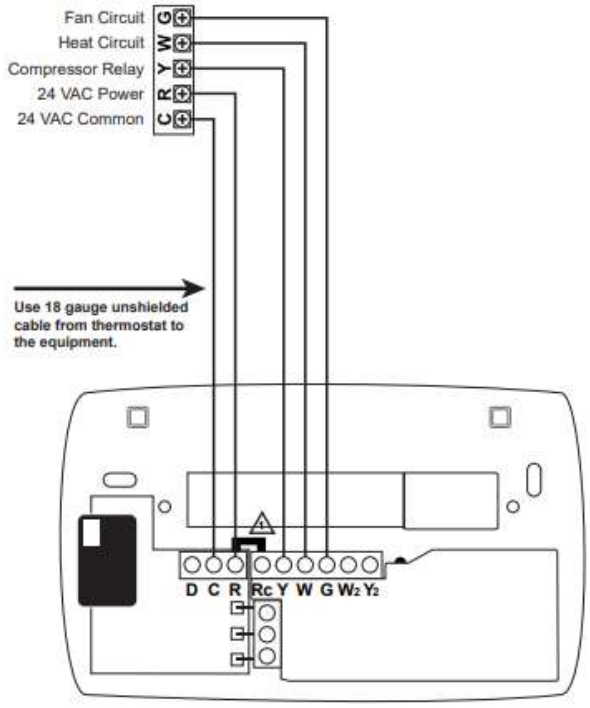

Figure 1: Sample Thermostat Wiring Diagram
- See Figure 1 for one example of how the thermostat is connected to the HVAC unit. Generally, the existing wiring can be re-used and technicians can simply swap the existing thermostat with the Pelican thermostat.